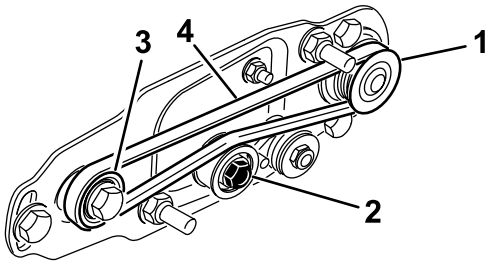

Bild 26
A. Verlegen Sie den Riemen um die **Antriebsscheibe** und dann über die Oberseite der Spannscheibe (Bild 26).
B. Verlegen Sie den Riemen von der **Antriebsriemenscheibe** ausgehend (Bild 26).